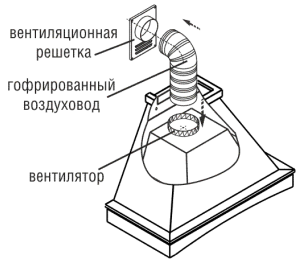

рис. 8
6.4 В зависимости от режима эксплуатации вытяжки соедините вентилятор с вентиляционной решеткой полужестким гофрированным воздуховодом (рис. 8) или установите на вентилятор угольные фильтры.